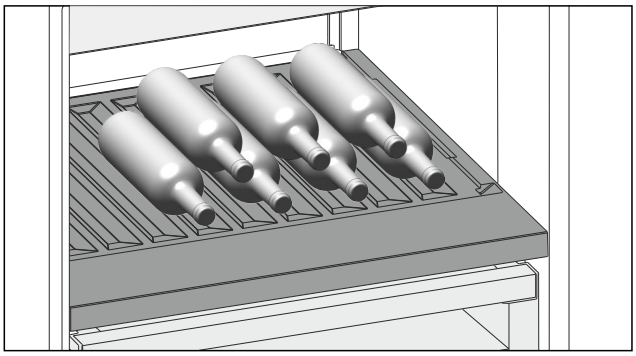

Fig. 185 Représentation à titre d'exemple
▶ Placer les bouteilles avec le fond orienté vers la paroi arrière de l'appareil. (voir Fig. 185)